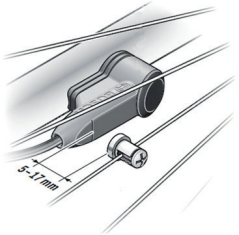

Abbildung 34 : Abstand zwischen dem Geschwindigkeitssensor und dem Geschwindigkeitssensormagneten
(siehe Abbildung 34).
2. Positionieren Sie den Geschwindigkeitssensormagneten **29** so, dass er im richtigen Abstand (mind. 5 mm, max. 17 mm, siehe Abbildung 34) die Markierung des Geschwindigkeitssensors passiert.